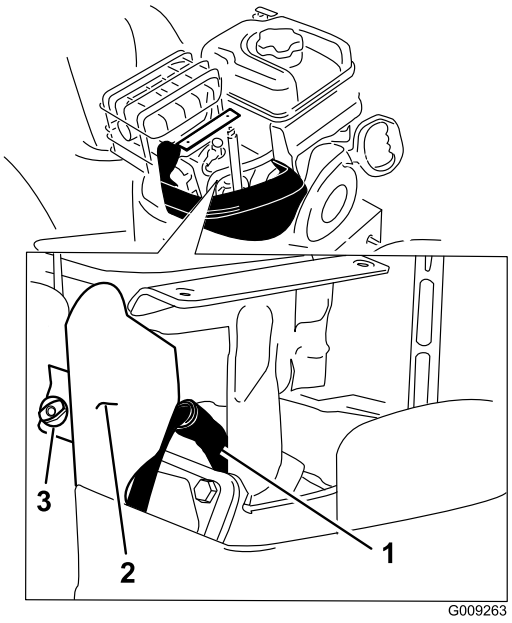

**Figure 56**
4. Remove the bracket thumb screw and the bracket (Figure 56).
5. Clean around the base of the spark plug (Figure 56).